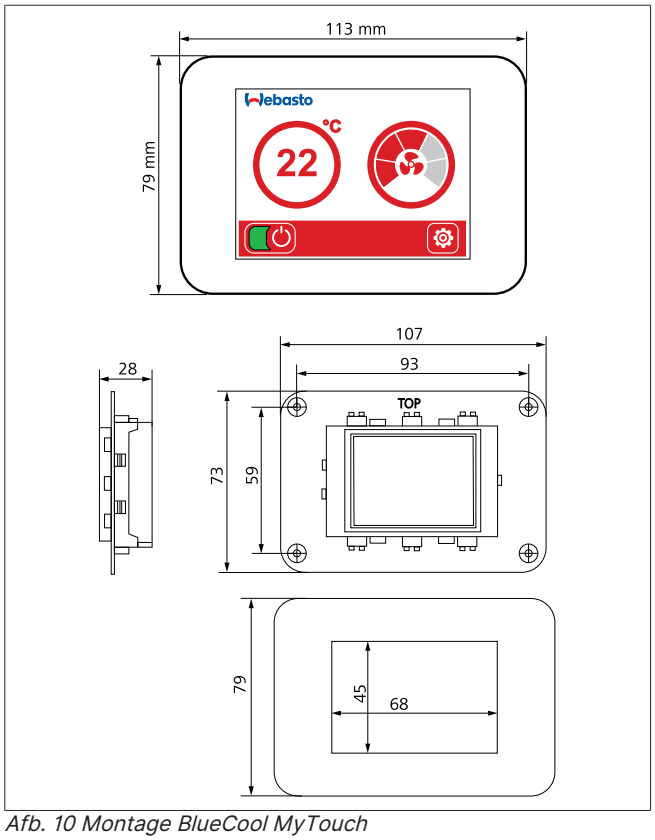

Afb. 10 Montage BlueCool MyTouch
1. Maak een uitsparing voor het bedieningselement op de gewenste montagepositie. Zie voor maten uitsparing Afb. 10.